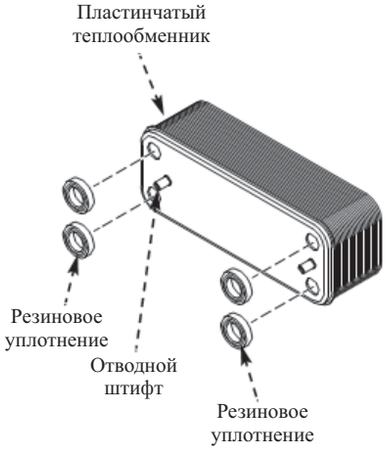

Рисунок 4-19
2. Поддерживая теплообменник, вывинтите винты, которыми он крепится к манифольдам из латуни (Рисунок 4-19).